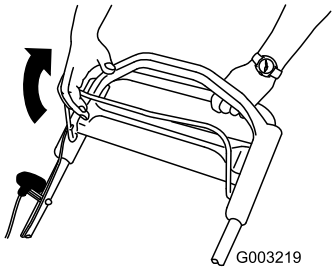

Figur 12
3. Håll knivstyrstången mot handtaget (Figur 12).